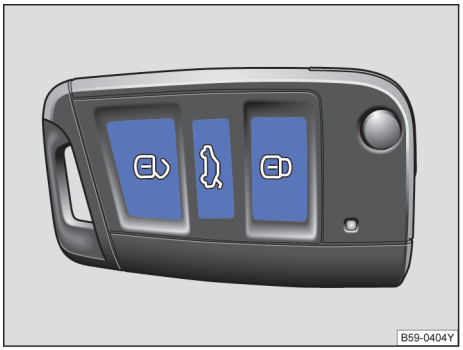
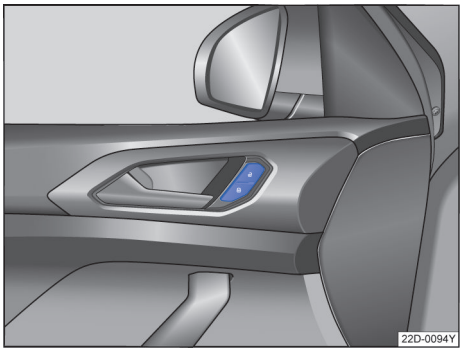

图 45 遥控钥匙上的按钮
图 46 驾驶员侧车门内：中央门锁按钮
行驶车速超过 15km/h 时汽车自动闭锁→第 29 页。闭锁汽车后中央门锁按钮里的指示灯 🔒 以黄色点亮→图 46。
ℹ 如短时间内反复按压汽车钥匙上的按钮→图 45 或中央门锁某个按钮→图 46，则中央门锁系统将暂时关闭，防止系统过载。然后汽车处于解锁状态约 30 秒钟。在此期间，若未打开车门或行李厢盖，随后汽车将自动闭锁。 ◁
遥控钥匙上的按钮操作 →图 45：
按压按钮→ 图 46：
- 按压 🔓 按钮→ 图 46
如果一把汽车钥匙位于汽车内部空间并且从外面用另一把有效的汽车钥匙将汽车锁止，则位于汽车内部空间的这把汽车钥匙被禁止用于启动发动机→第 104 页。如要许可起动发动机，操作位于车内的遥控钥匙上的按钮 🔒→图 45。
如用另一把钥匙在车外闭锁汽车，则车内的钥匙将被锁止，无法起动发动机→第 104 页。如需使车内钥匙获得许可起动发动机，则可按压车内钥匙上的 🔒 按钮→图 45